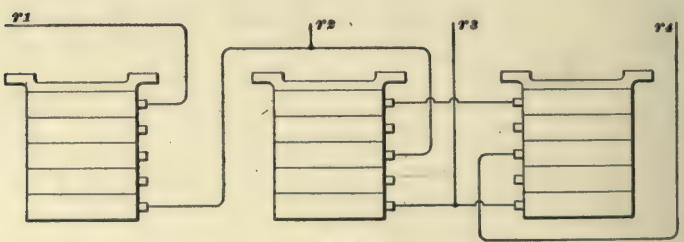

FIG. 18.
**23. Starting-Coil Connections.**—In the diagrams representing the controller wiring, the starting coil is shown in the conventional form used for representing all kinds of resistances, but as the Johnson starting coil is somewhat different from other coils, its connections are given for both the 30 and 50 horsepower equipments. The coil used is the same in both cases; on the 30-horsepower motors, two coils to the car are used; on the 50-horsepower, three coils per car. Fig. 18 shows the connections for a car equipped with
(14) What is the unit of current strength?
(17) What is the resistance of 1,000 feet of No. 10 B. & S. iron wire?
(18) Upon what does the direction of rotation in Fig. 18 depend?
(21) Give some of the effects of a current flowing in a wire.
(22) Why do we need units?
(23) How are the ampere and gallons per minute related?
(25) By what signs are the two sides of an electrical circuit distinguished?
(26) How does extreme heat affect magnetism?